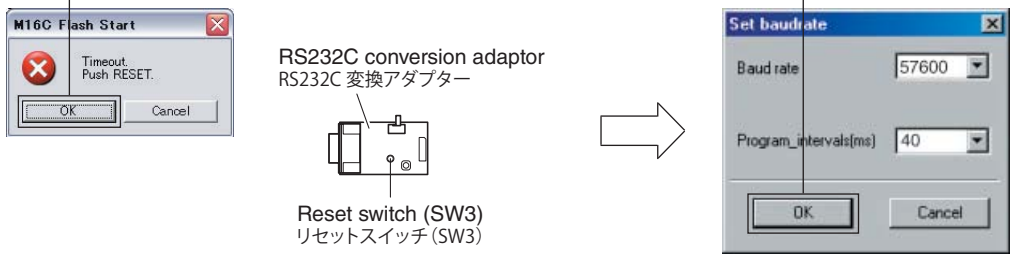

Fig. 3
* If the “Timeout” error screen appears, press the “reset switch (SW3)” of the RS232C conversion adaptor and click [OK], and “Set baud rate” screen appears. (Fig. 3)
Click [OK]. (Fig. 3)
すると通信速度の設定画面が開きます。（Fig. 3）
[OK] をクリックします。（Fig. 3）